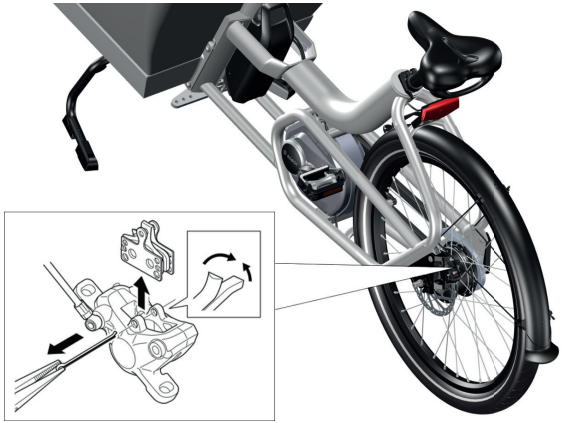

Abbildung 40 : Entfernen der Bremsbeläge, um sie auf Verschleiß zu prüfen
1. Ein Stift mit geteiltem Ende hält die Bremsbeläge in Position. Entfernen Sie diesen Stift mit einer Zange (siehe Abbildung 40).
2. Nehmen Sie die Bremsbeläge heraus (siehe Abbildung 40 zum Entfernen der Bremsbeläge am Hinterrad) und prüfen Sie sie auf Verschleiß. Wenn das Reibungsmaterial kleiner als 1 mm ist, sollten die Beläge ausgetauscht werden.